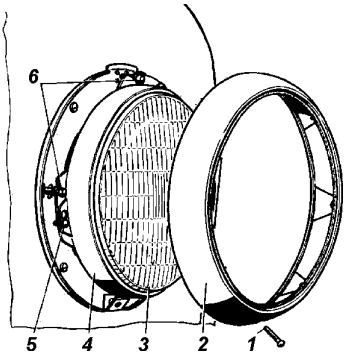
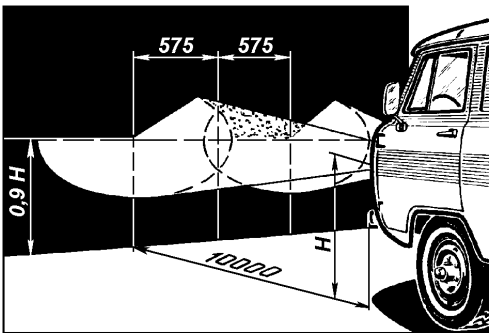

Рис. 9.41. Фара:
Рис. 9.42. Разметка экрана для регулировки фар:
Для замены лампы в фаре необходимо отвернуть винт 1 (рис. 9.41) и снять декоративный ободок 2. Ослабить три винта 5 и снять внутренний ободок 4 с оптическим элементом 3.
3. Включите ближний свет и, закрыв одну из фар, отрегулируйте другую винтами 6 (см. рис. 9.41) так, чтобы световое пятно на стене или экране было расположено, как показано на рис. 9.42. Регулировочные винты фар расположены симметрично центра фар в горизонтальной плоскости.